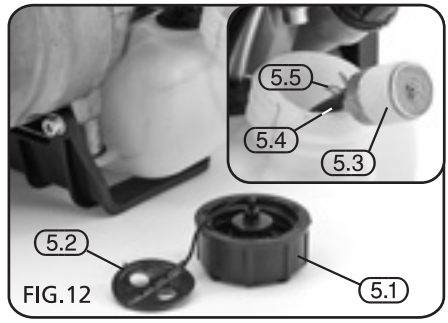

FIG.12
10.4 REPLACING THE FUEL FILTER (FIG.12):